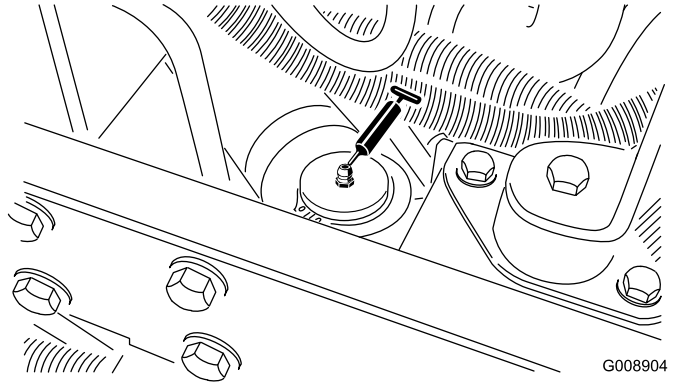

Figur 49
- Akselstyresylinder (Figur 49)